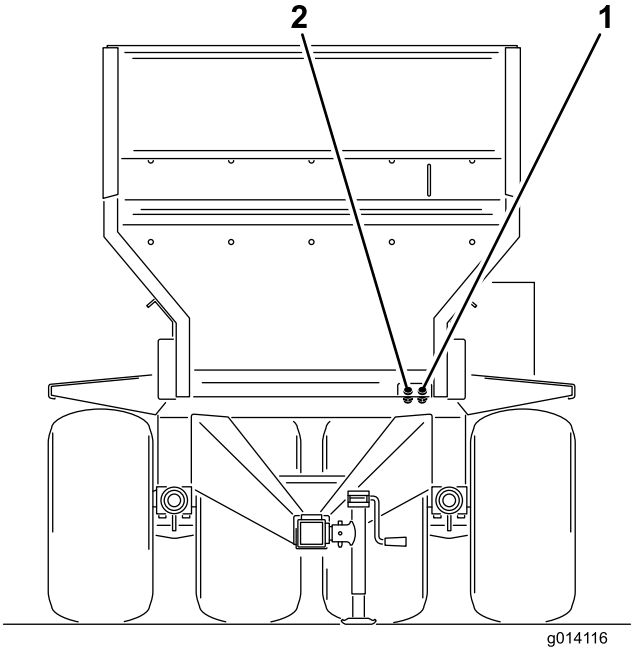

**Figur 17**
6. Koble de to hydraulikkslangene fra maskinen til tauekjøretøyet. Stå vendt mot fronten av maskinen og koble den høyre slangen til trykksiden og den venstre slangen til retursiden (Figur 17). Returslangen har en innrettet enveis kontrollventil. Pilen på kontrollventilen skal vende mot tauekjøretøyets returkobling.